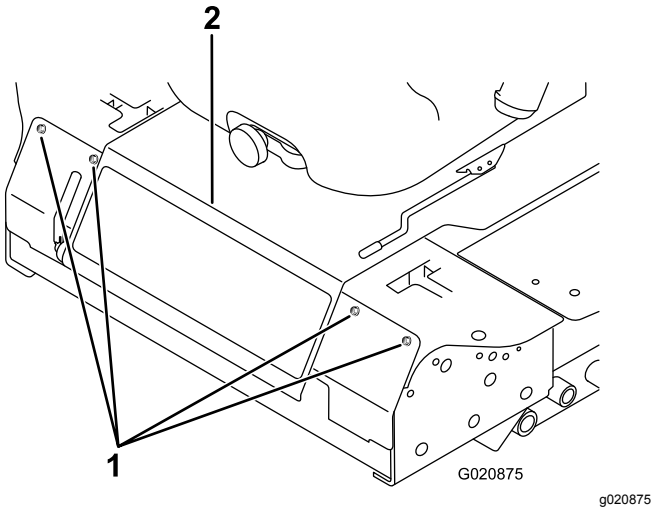

図 49
3. 前パネルを止めているボルトを外して前パネルを外す(図 49)。